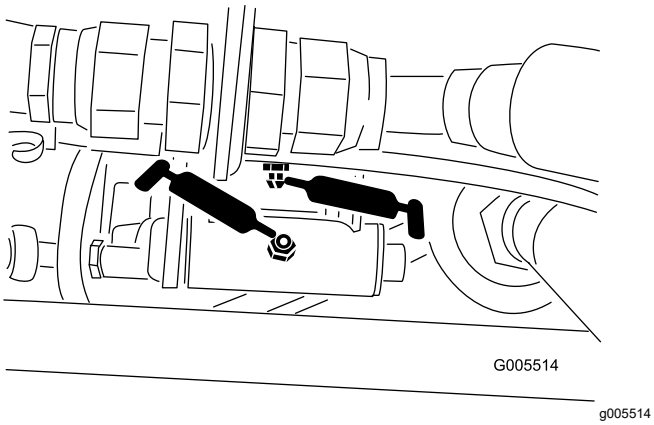
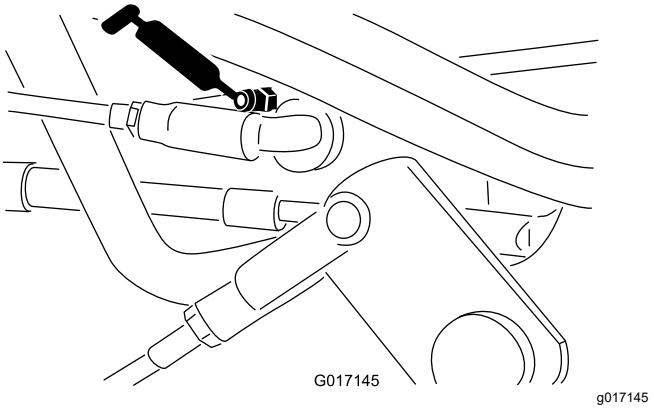

Figure 38
Figure 39
- Tringlerie de sélecteur de vitesses (Figure 38 et Figure 39)